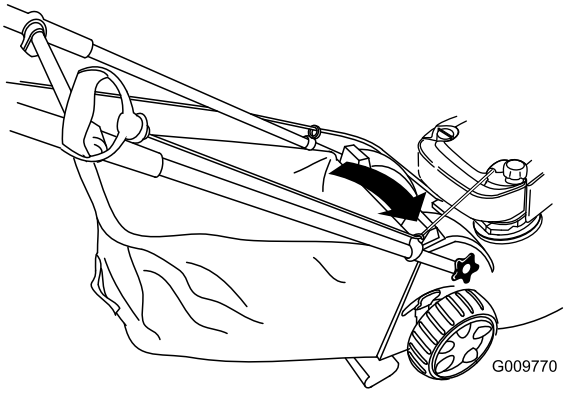

Figur 24
1. Før startsnoren rundt den nedre snorføreren (Figur 24).